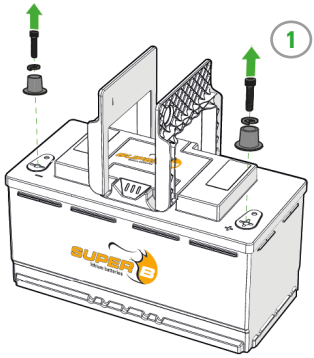

Figura 9. Retire los terminales de alimentación tipo automóvil.
1. Retire los terminales de alimentación tipo automóvil. (Figura 9)